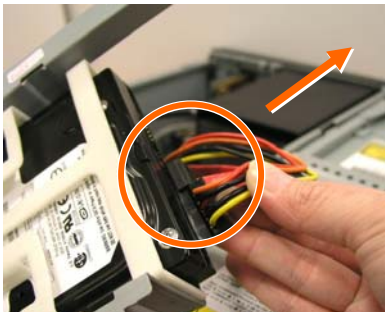
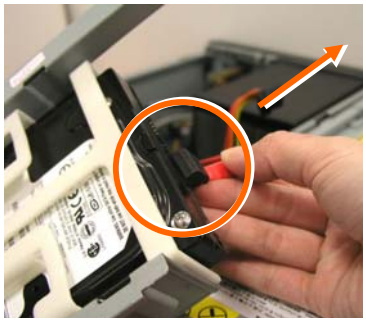

Figure 4.1
Figure 4.2
i. Before removing the whole hard disk rack from the main body, please disconnect the flat cable and power cord of the hard disk, as shown in Figure 4.1, and Figure 4.2.